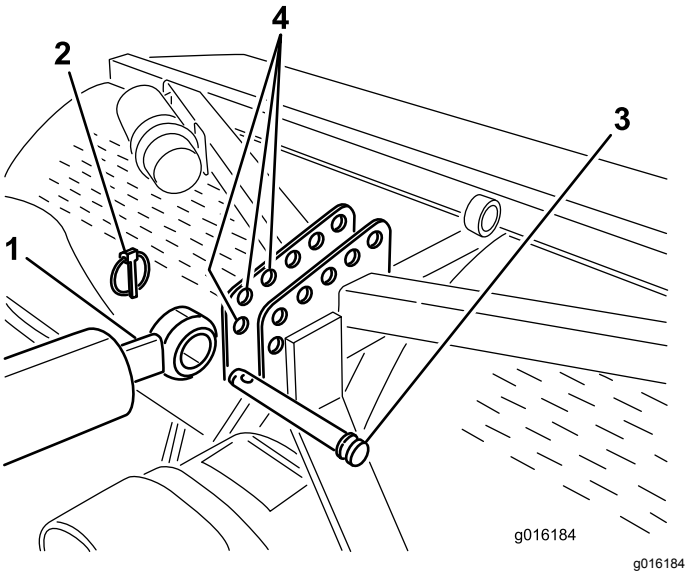
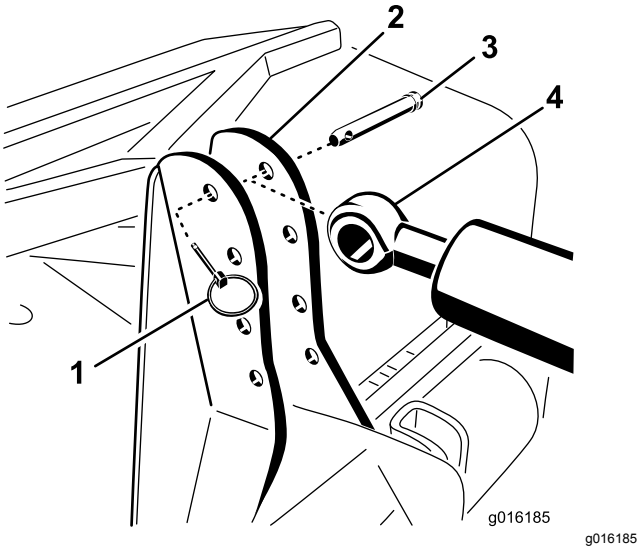

Figur 6
Figur 7
7. Fastgør den hydrauliske topstangs stangende til det hul, der er længst muligt fremme i dybdelufterens beslag, med en kædebolt og ringstift (Figur 6 eller Figur 7).